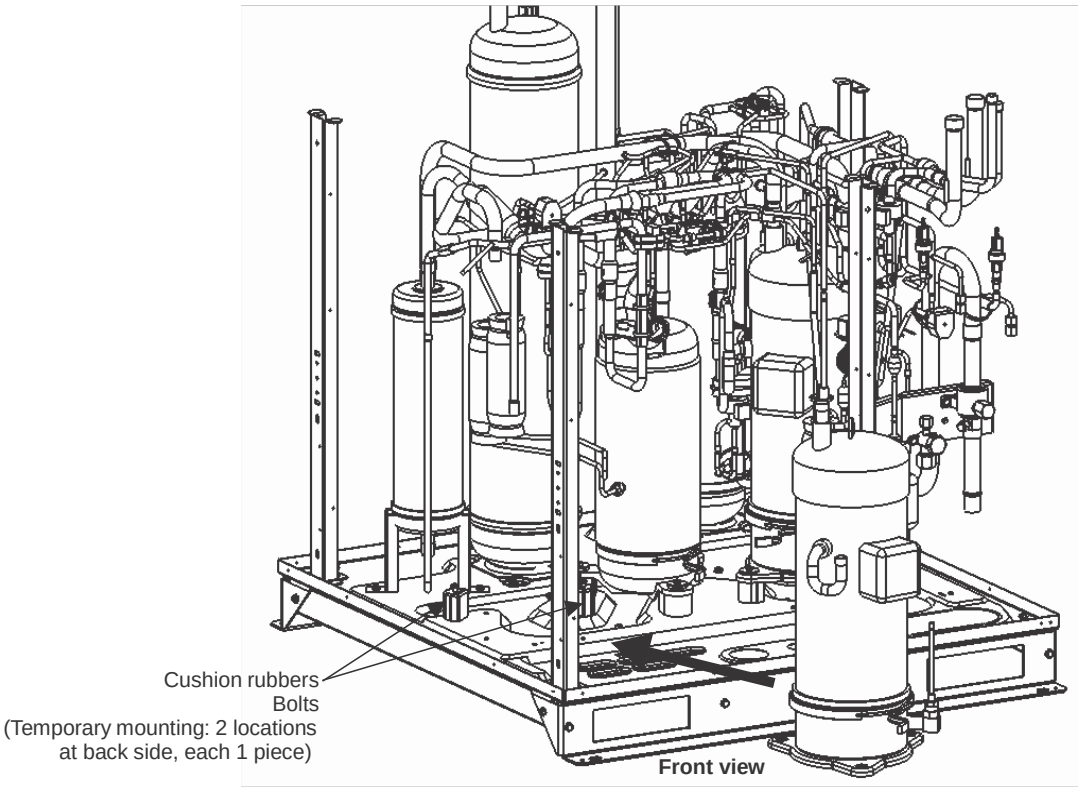

Fig. 25
(3) Remove the oil equalizer tube connector parts along with the O-ring from the removed compressor and mount them on the replaced new compressor.
(4) Install the crankcase heater onto the new compressor.
(5) Temporary mount 2 cushion rubbers with bolts at the position as shown in the figure 25.